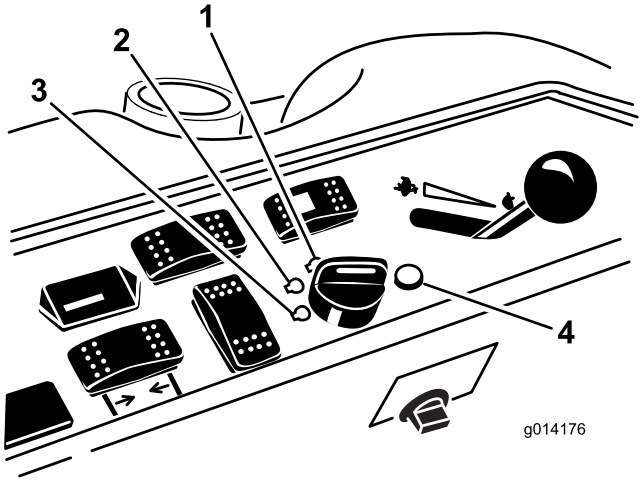

Figur 12
6. Vrid tändningsnyckeln medsols till körläget (Figur 12).
3. Vrid tändningsnyckeln till det avstängda läget (Figur 12). Vänta tills alla rörliga delar har stannat innan du lämnar förarplatsen.